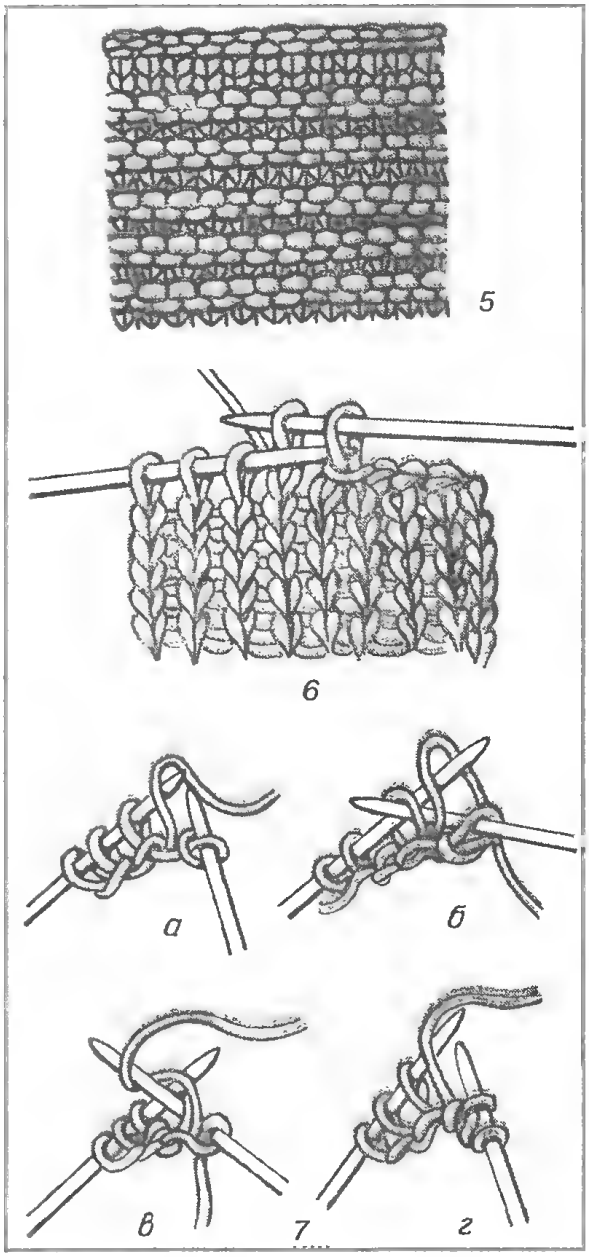

Рис. 5, 6, 7
**Теперь учимся вязать лицевую петлю.** Правую спицу введите в следующую петлю на левой спице. Шнур, идущий к клубку, при этом перекиньте через указательный палец левой руки. Подведите под шнур кончик рабочей спицы справа и протяните его обратно в петлю вместе со шнуром. Сбросьте петлю с левой спицы (рис. 4). У вас на рабочей спице уже 2 петли. Вот и вся премудрость. Продолжайте так до конца ряда, пока все петли с левой спицы не перекочуют на правую, образовав первый ряд вязания. Теперь опустевшая левая спица становится рабочей, а спицу с петлями переложите в левую руку. Второй ряд – такой же: первую петлю снимите, не провязывая, остальные петли вяжите лицевыми (рис. 5).